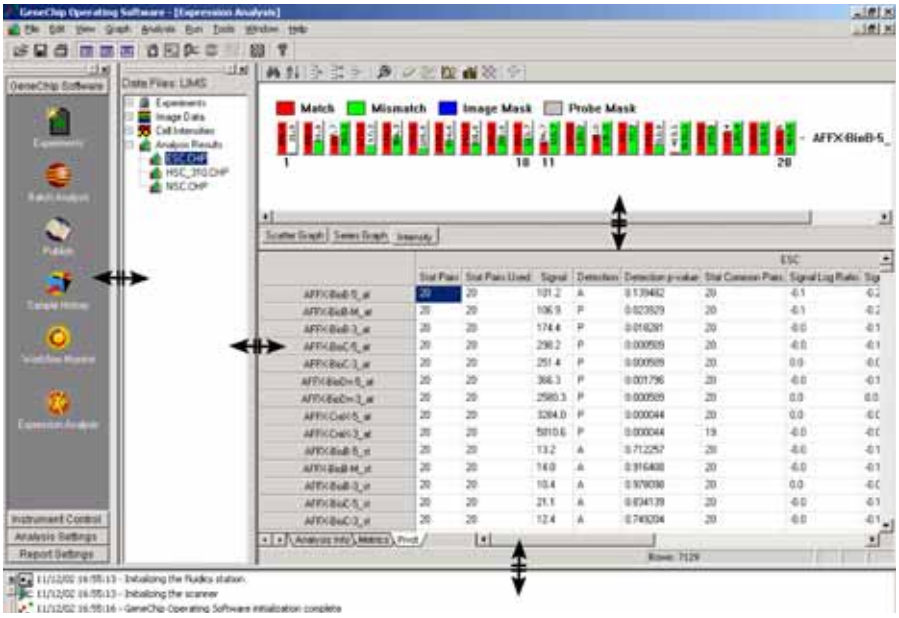

Figure I.8
1. Place the mouse pointer over a windowpane border so that it changes to a double arrow ↕ **(Figure I.8)**.